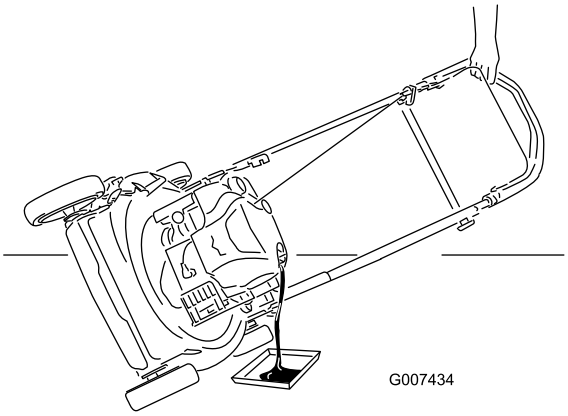

Figuur 30
3. Kantel de machine op de zijkant (met het luchtfilter naar boven) om de oude olie via de vulbuis weg te laten lopen (Figuur 30).